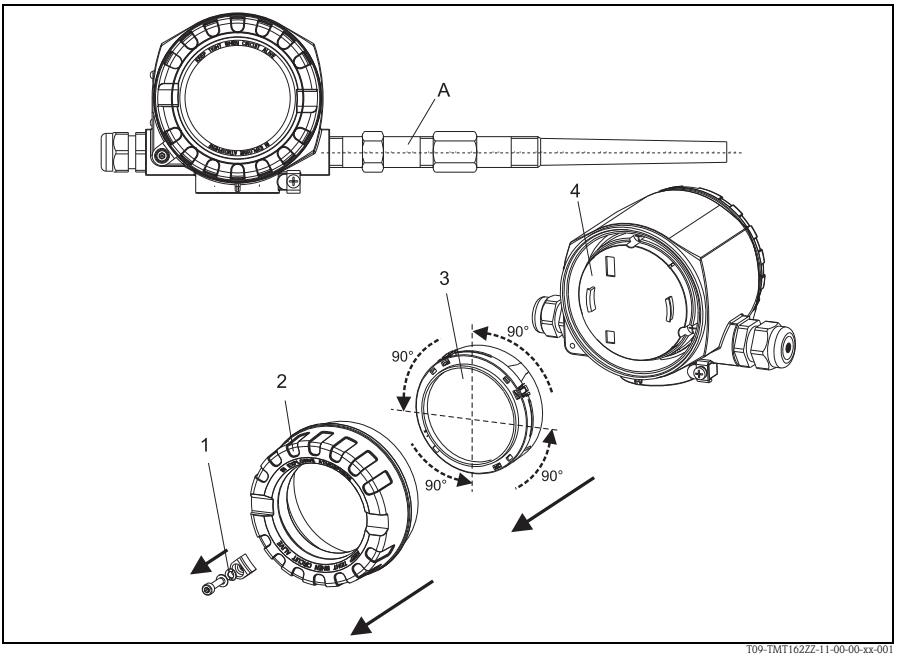

Abb. 1: Temperaturfeldtransmitter mit Sensor, 4 Display-Positionen, steckbar in 90°-Schritten
1. Entfernen Sie die Deckelkralle (s. Abb. 1).
2. Schrauben Sie den Gehäusedeckel am Anschlussraum zusammen mit dem O-Ring ab (s. Abb. 1).